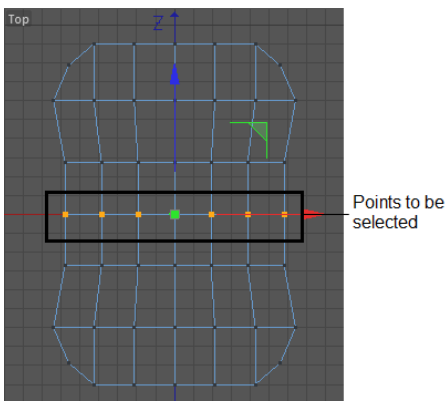

Figure 3-18 *The center points to be selected*
11. Press and hold the 9 key on the main keyboard to temporarily invoke the **Live Selection** tool and then select the center points of *Computer mouse* in the Top viewport, as shown in Figure 3-18. Now, release the 9 key.